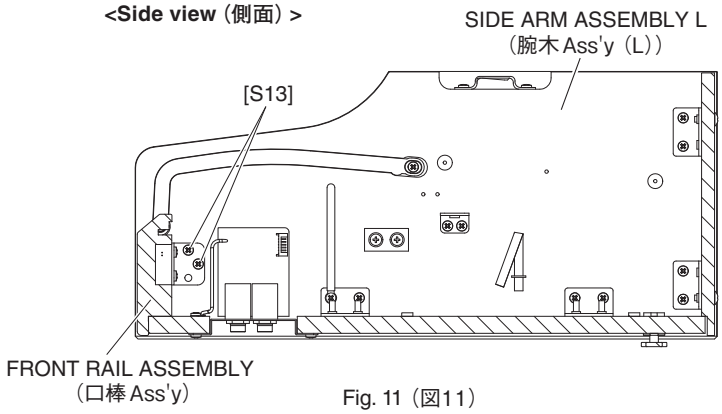

Fig. 11（図11）
17-7 Remove the two (2) screws marked [S13] each from both sides of the assembly. (Fig. 11)
17-7 [S13] のネジを左右 2 本ずつ外します。(図 11)
18-8 Remove the two (2) screws marked [S13]. (Fig. 11)
18-8 [S13] のネジ 2 本を外します。(図 11)